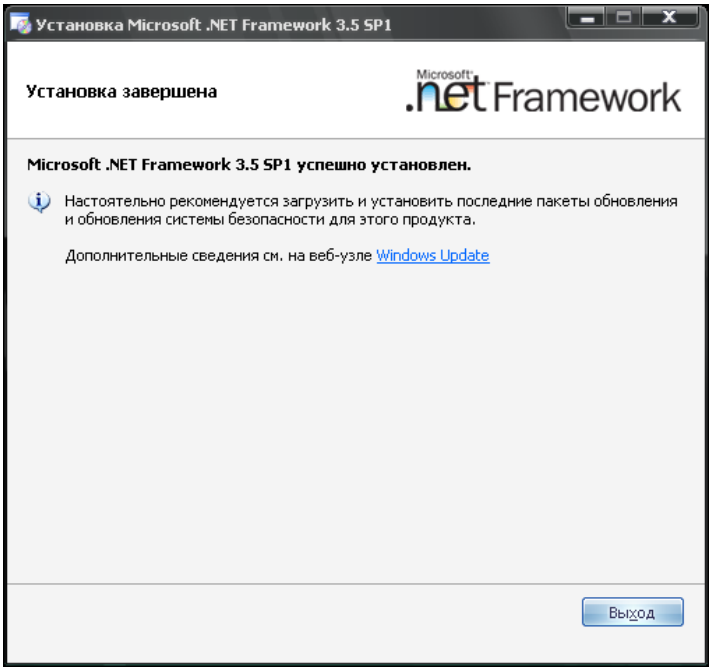

Рис.5
7) проследить за успешностью установки (рис.5) и нажать кнопку **"Выход"**: